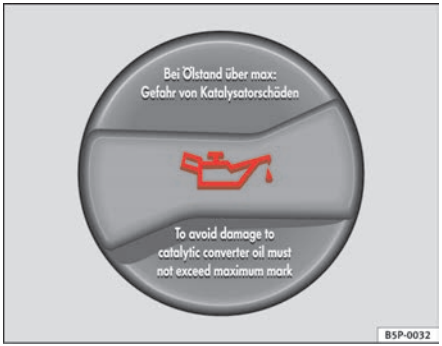

Fig. 166 In the engine compartment: Engine oil filler cap
– Unscrew cap from oil filler opening ⇒ fig. 166.
– As soon as the oil level is in area (B), carefully close the cap.